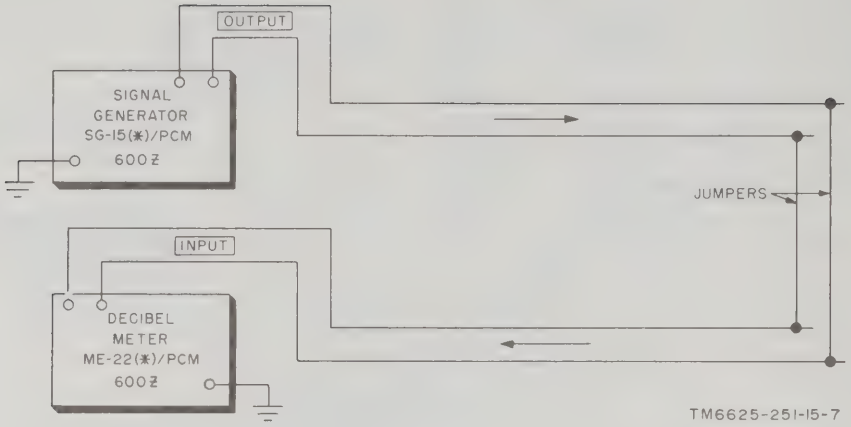

Figure 3–5. Looped back gain or loss measurements, connection diagram.
b. Connect 600-ohm carbon resistors at the far end of the disturbing and disturbed circuits (fig. 3–6).